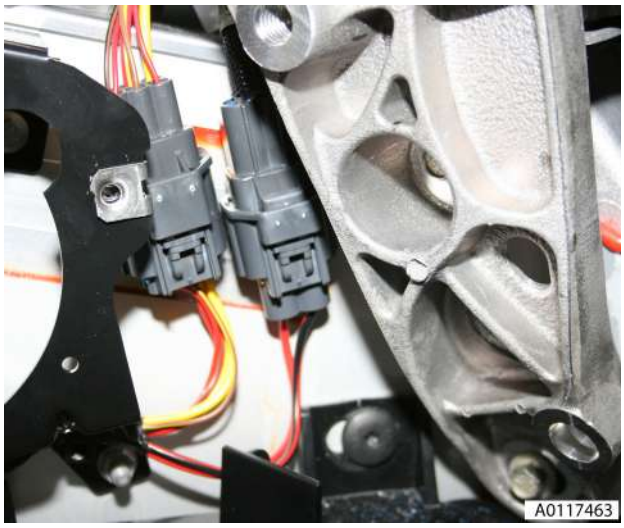

Fig. 10
15. Disconnect header latch harness multiplug (see Fig. 10).